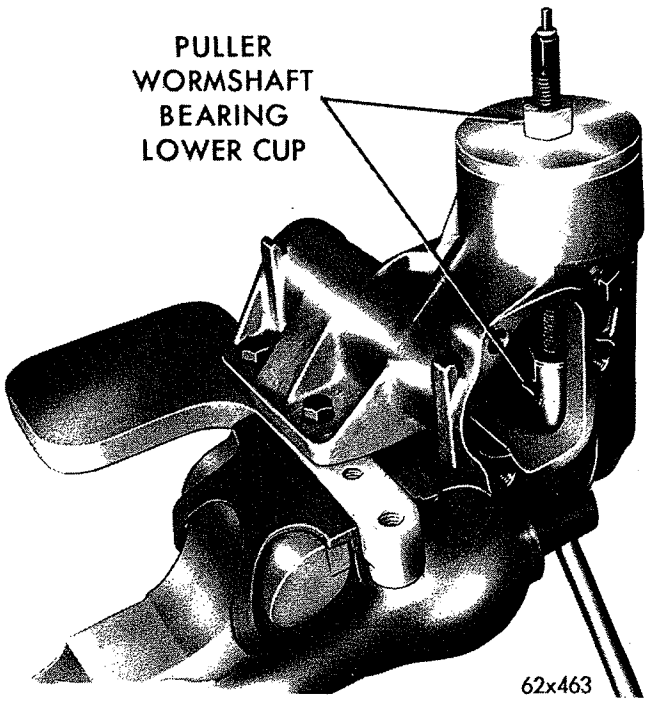

*Fig. 11—Removing Lower Bearing Cup (All Models Except Fury)*
(11) Remove wormshaft oil seal from wormshaft bearing adjuster, by inserting a blunt punch behind seal and tap alternately on each side of seal until seal is driven out of adjuster.
(12) Remove wormshaft upper bearing cup for Belvedere, Satellite, Valiant and Barracuda models in same manner. For Fury models there is a spacer behind bearing cup. However, this must be done carefully to avoid cocking the bearing cup and distorting adjuster counterbore.
(13) Remove lower cup if replacement is necessary by positioning locking head jaws of remover Tool C-3868 (Figs. 11 and 12) behind the bearing cup and expanding remover head by pressing down on center plunger of tool. Withdraw bearing cup by turning remover screw nut in clockwise direction while holding center screw.
(14) Wash all parts in clean solvent and blow dry with compressed air.
(15) Test operation of ball nut assembly on wormshaft. If ball nut does not travel smoothly and freely on wormshaft and there is roughness or binding, assembly must be replaced.
(16) Extreme care is necessary when handling aluminum worm bearing adjuster to avoid damaging threads. It is equally important to avoid damaging